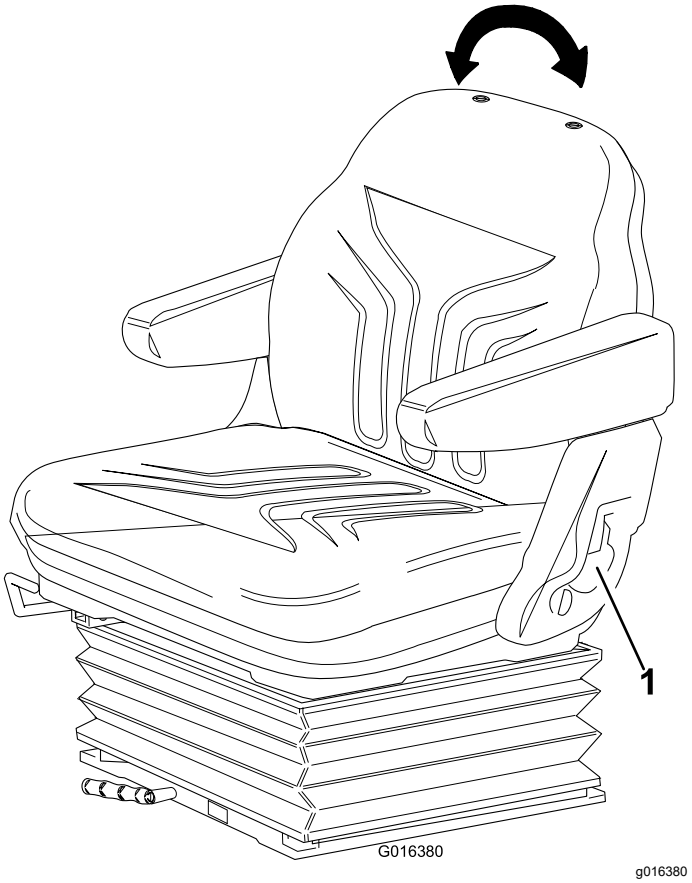

Рисунок 25
- Потяните ручку наружу для регулировки угла наклона спинки сиденья (Рисунок 25).